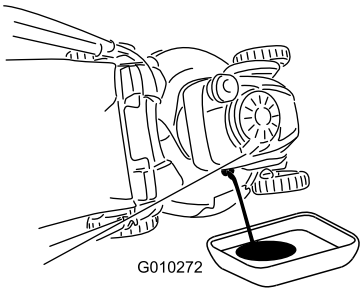

Figura 23
3. Inclinate il tosaerba sul fianco, con il filtro dell'aria in alto, per scaricare l'olio usato attraverso il tubo di riempimento (Figura 23).